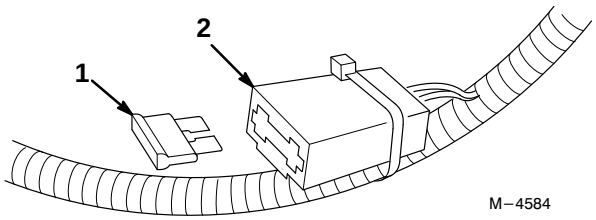

Abbildung 31
2. Die neue Sicherung wie in Abbildung 31 gezeigt installieren.